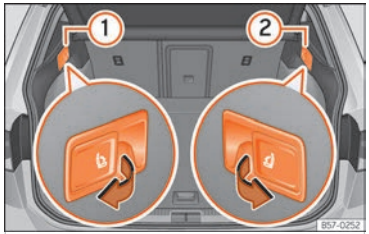

Fig. 78 In the luggage compartment: levers to unlock the rear backrest.
- Pull the remote release lever of the left ››› Fig. 78 ① or right ② parts of the backrest in the direction of the arrow. The released part of the rear seat backrest is folded automatically down and forwards.